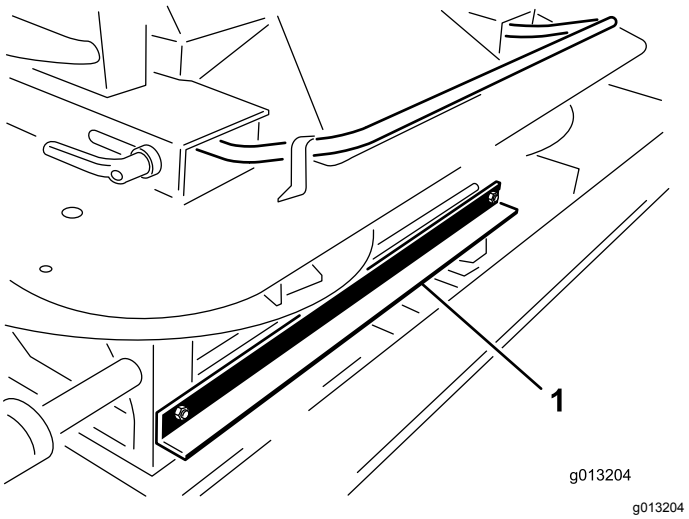

Figur 4
3. Foran på dobbeltspinneren fjerner du de to boltene og mutrene som fester transportbraketten for maskinløfteutstyret til dobbeltspinneren (Figur 4).